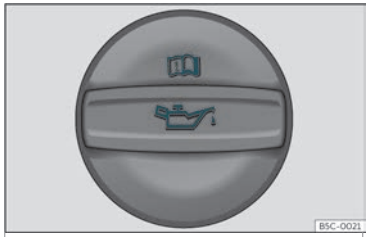

Abb. 187 Deckel der Motoröl-Einfüllöffnung im Motorraum
- Schrauben Sie den Deckel der Motoröl-Einfüllöffnung ab››› **Abb. 187** .